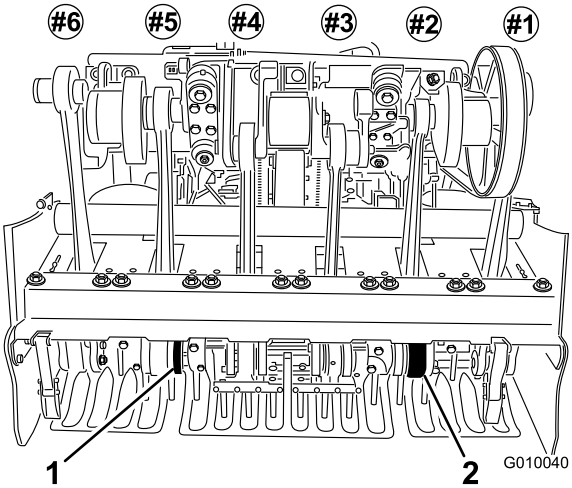

Figure 25
5. Placez les louchets dans les porte-louchets N° 2 et 5 (Figure 25), et serrez les vis.